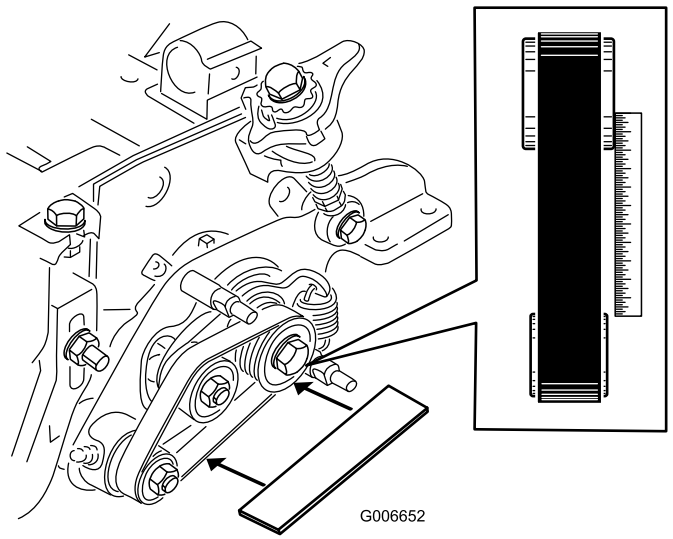

Bild 12
- Legen Sie eine Abziehlatte um die Außenseite der **Antriebsspannscheibe** (Bild 12).